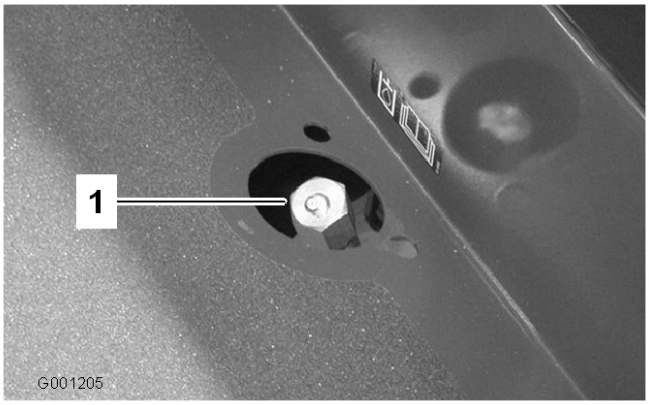

Figur 24
2. Ta bort oljesticksslocket (Figur 24) från påfyllningsröret och torka rent stickan med en ren trasa. Skruva på oljesticksslocket med fingrarna på påfyllningsröret och ta sedan loss det och kontrollera nivån. Om nivån är lägre än 13 mm från skåran på oljestickan, fyller du på tillräckligt med högkvalitativ hydraulolja för att höja nivån till skåran. Fyll inte på för mycket.